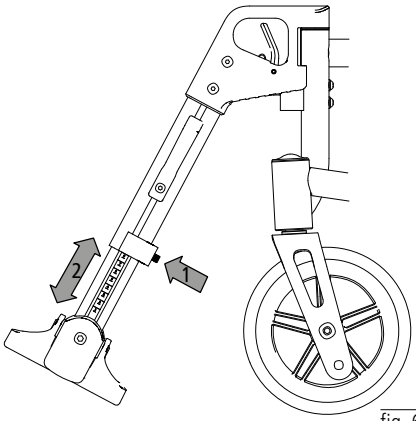

fig. 6
1. Pour le réglage, desserrer la vis située à l'arrière du repose-pied (1, fig. 6) jusqu'à ce que la partie inférieure du repose-pied soit télescopique.
2. Placer la palette repose-pieds dans une position agréable (2, fig. 6) et resserrer la vis. Pour obtenir un réglage en hauteur uniforme des deux côtés, des repères sont prévus sur la partie latérale.